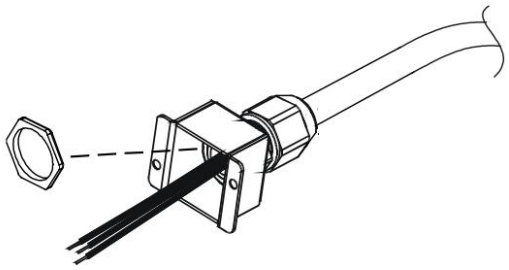

图 3.1 交流输入连接
- 将压紧螺母滑到交流电缆上。将已剥皮导线穿过电缆护套底座，直到外面的电缆护层与电缆护套底座平齐。用扳手夹住底座，以防止其转动。保持电缆正确定位的同时用 14~16.2 英寸/磅的扭矩将压紧螺母拧紧到底座上。参阅下图 3.1。